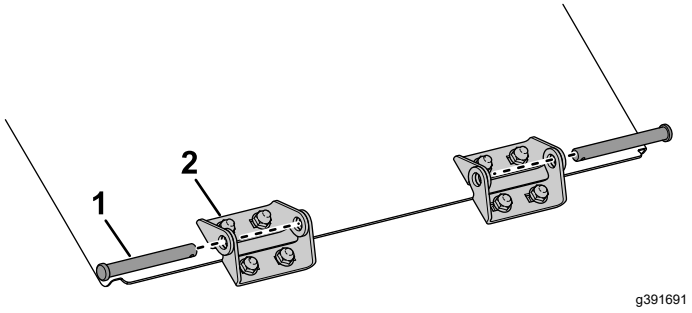
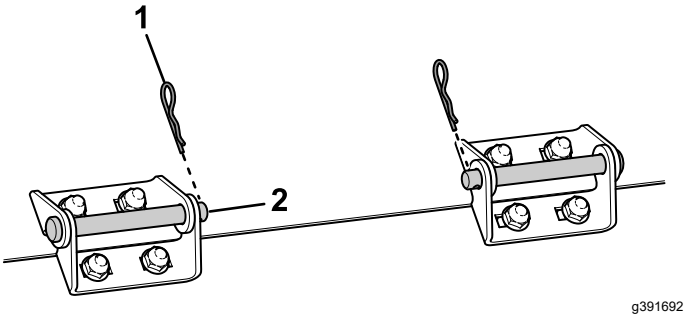

**Figuur 8**
**Figuur 9**
7. Monteer de deur van de hopper aan de machine door de 2 zijden van het scharnier met de scharnierpen te verbinden zoals afgebeeld in Figuur 8 en Figuur 9.